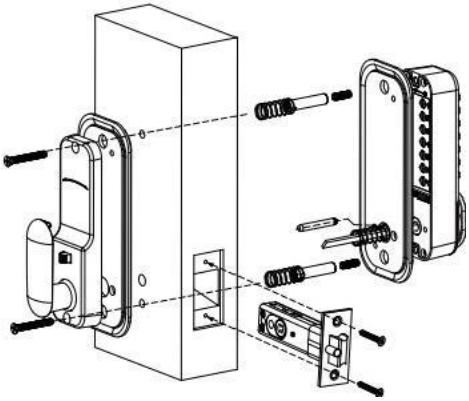

FIG8B
5)42~65 mm gruby drzwi instalacja,z ten przód płyta zamek i wstawić drugi koniec włóż do okrągłego otworu zamka tylnego panelu. Po montażu użyj dołączonej uszczelki gumowej i śrub montażowych (jak na rys. 8B).